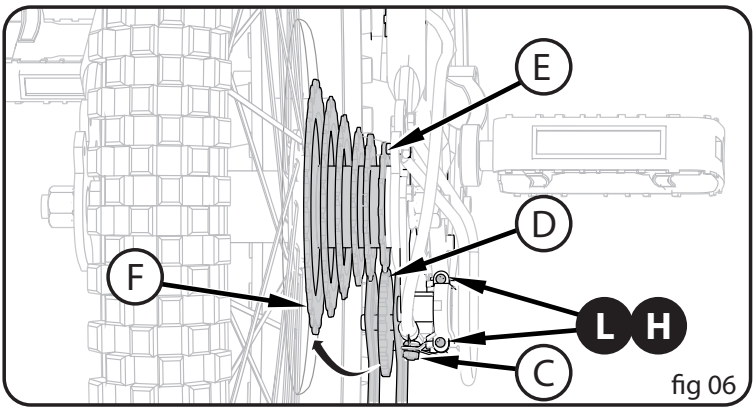

fig 06
- Tourner la vis de réglage « haut » H afin que le guide de chaîne D soit aligné avec la bordure extérieure du plus petit pignon arrière E (**fig. 06**).
- Faire sauter la chaîne sur le pignon arrière le plus grand (F).
- Tourner la vis de réglage « bas » (L) afin que le guide de chaîne soit exactement sous le pignon arrière le plus grand (**fig. 06**).